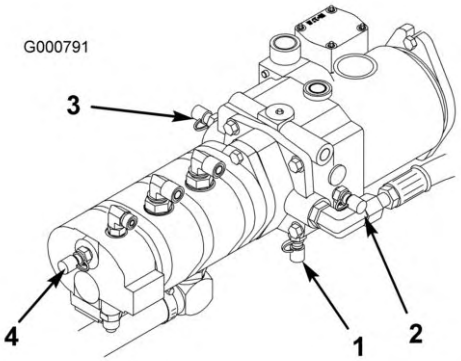

Bild 69
4. Testanschluss D befindet sich unten am Hydraulikgetriebe (Bild 69) und wird zum Messen des Getriebedrucks verwendet.
5. Testanschluss E wird zum Messen des Traktionvorwärtsdrucks verwendet (Bild 69).
6. Testanschluss F wird zum Messen des Traktionrückwärtsdrucks verwendet (Bild 69).
7. Testanschluss G wird zum Messen des Lenkdrucks verwendet (Bild 69).